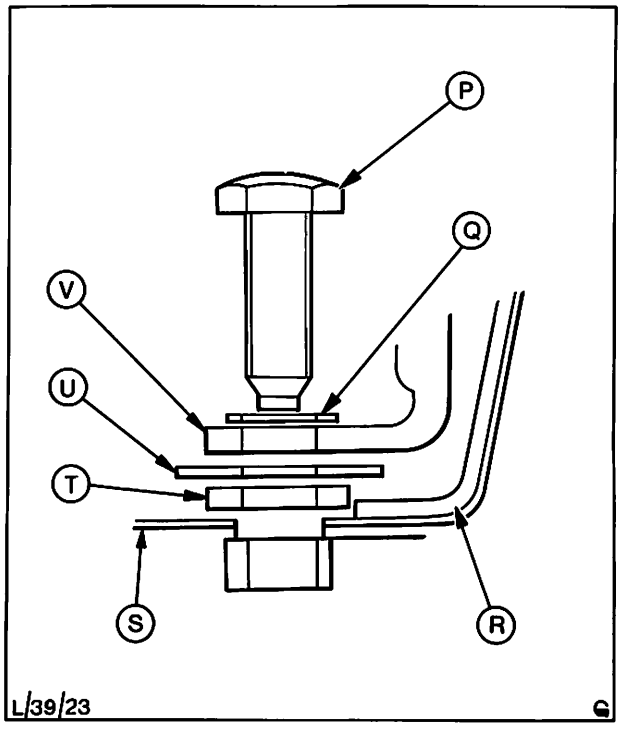

Abb. 23 Gurtbefestigung – Gelenkwellentunnel
4. Befestigungsbolzen und Beilagscheiben vom Verbindungskabel mit Schloß entfernen, Abb. 23, Kabel ausbauen.